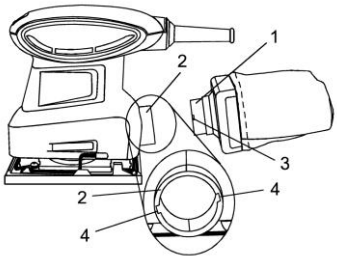

Рисунок 1
1. Вставьте соединительный переходник (1) пылесборника в пылеотвод (2) (см. рис. 1).